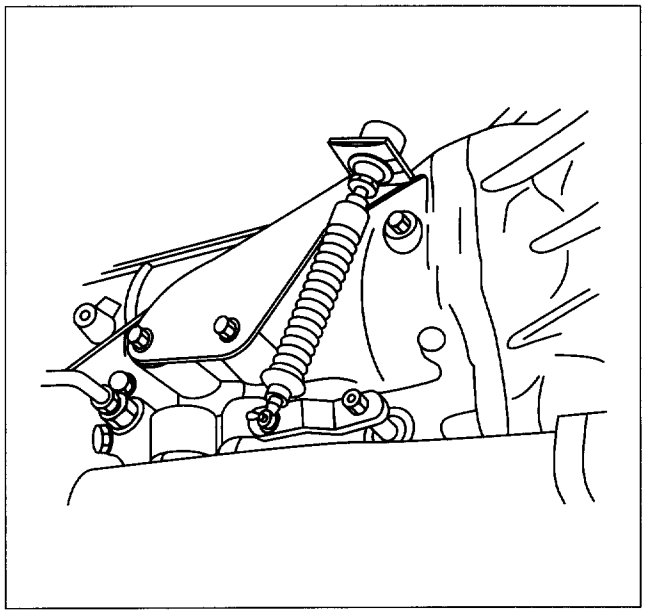

Figure 9. Selector Lever
Inspect (Figures 9, 10and 11)
6. Place the select lever in the "N" range (figure 9).